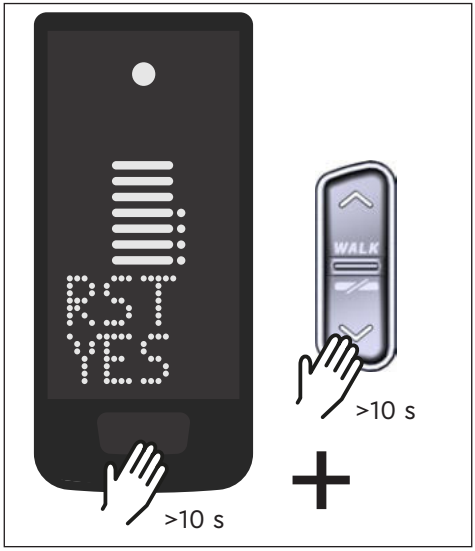

Fig. 10: Restablecer la configuración de fábrica
- ▶ Mantenga pulsado el botón de control en la Display y el botón de control ABAJO en el mando a distancia durante al menos 10s, primero aparece el modo de configuracion y luego RESET (véase Fig. 10).